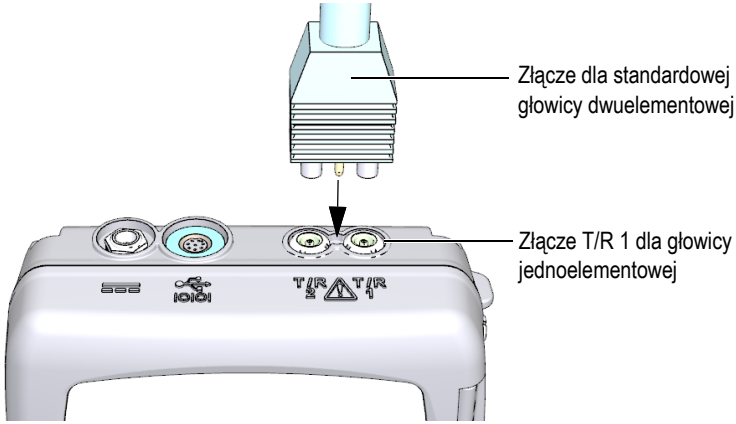

Rysunek 5-1 Podłączanie głowicy
1. Podłącz głowicę do złącza/złączy głowicy u góry obudowy przyrządu 39DL PLUS (patrz Rysunek 5-1 na stronie 84). W przypadku głowicy jednoelementowej użyj gniazda T/R 1.